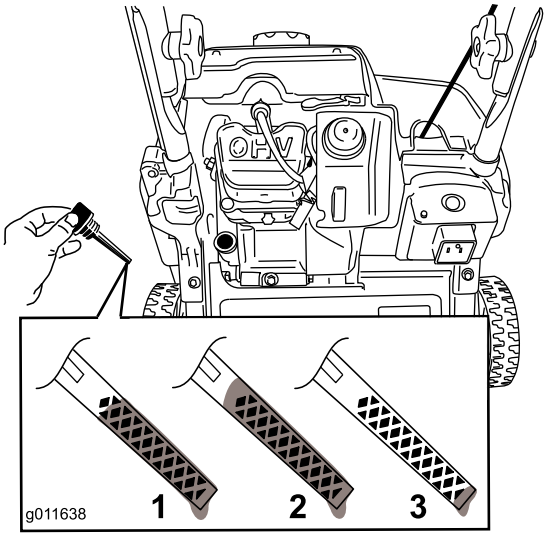

**Rysunek 14**
3. Wyczyść obszar wokół korka wlewu oleju (Rysunek 14).
8. Aby ustalić prawidłowy poziom oleju na wskaźniku, patrz Rysunek 14.